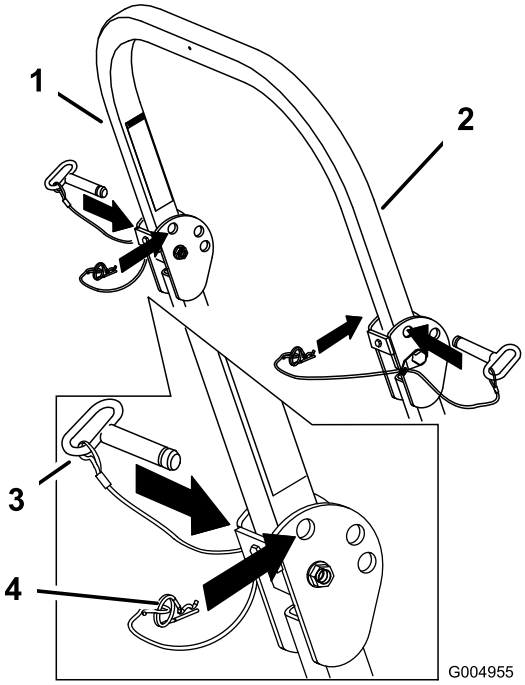

Rysunek 9
1. Wyjmij zawleczki i usuń 2 sworznie (Rysunek 9).
3. Zamocuj 2 sworznie i zabezpiecz je zawleczkami (Rysunek 9).
4. Aby podnieść pałąk, wyjmij zawleczkę i usuń 2 sworznie (Rysunek 9).
5. Unieś pałąk i zamocuj 2 sworznie, zabezpieczając je zawleczkami (Rysunek 9).